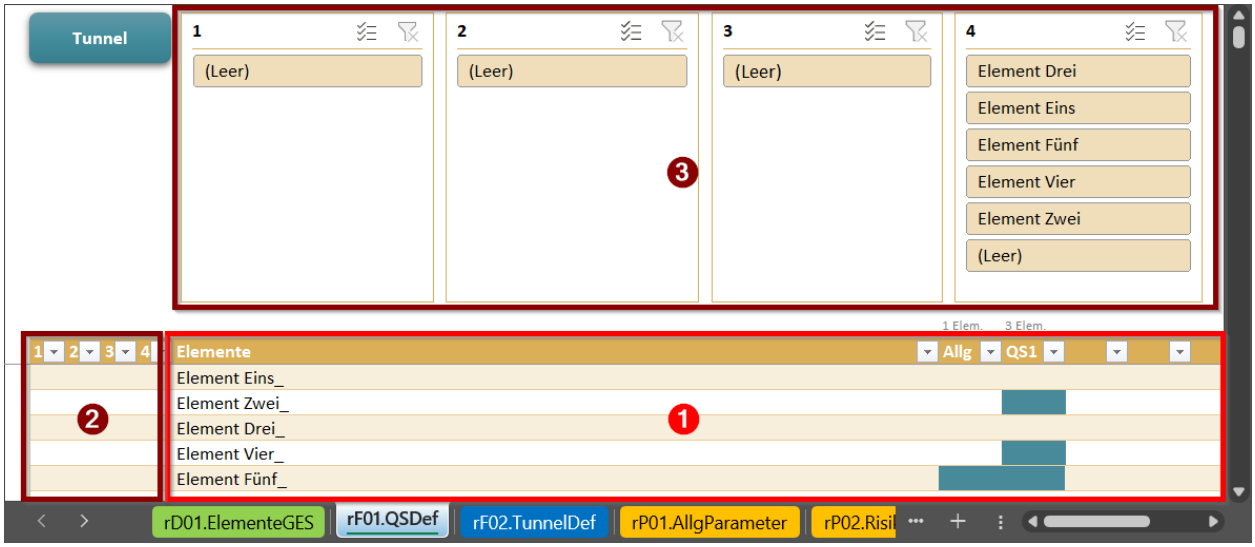

Abbildung 1.7:Die Element-Querschnitt-Tabelle (*oF01.Querschnitte*) ❶ bietet mehrere Möglichkeiten die Elemente zu filtern ❷ und ❸
Mehrere Filter vereinfachen die Suche im gesamte Elementkatalog. Der Elementkatalog wird aus dem Tabellenblatt *rD01.ElementeGES* übernommen. Der Datenbereich mit den Elementen und Querschnitten ❶, sowie die Filtermöglichkeiten ❷ und ❸ ist in der Abbildung 1.7 zu sehen.
Ein Beispiel dafür ist in Abbildung 1.7 zu sehen, das „Element fünf_“ kommt in „QS1“ und „Allg“ vor.